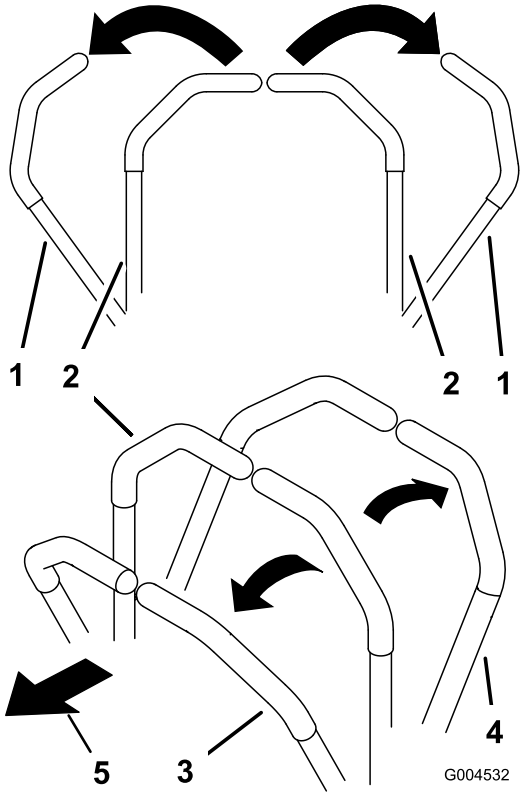

Figur 17
3. Kör framåt genom att försiktigt föra rörelsereglagen framåt (Figur 17).
Kör rakt bakåt genom att trycka lika mycket på båda rörelsereglagen (Figur 17).
För att svänga vrider du rörelsereglaget mot neutralläget i den riktning du vill svänga (Figur 17).
2. Backa genom att försiktigt dra rörelsereglagen bakåt (Figur 17).
För att svänga lättar du på trycket på det rörelsereglage som är närmast det håll som du vill svänga åt (Figur 17).